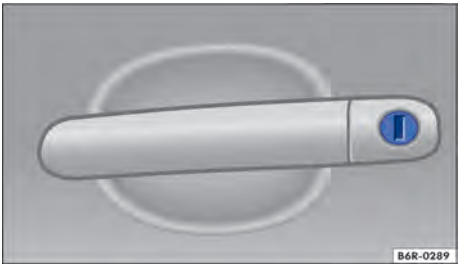

Fig. 155 Maçaneta da porta do condutor com cilindro da fechadura.
– Introduzir a haste da chave no cilindro da fechadura e destravar ou travar o veículo → Fig. 155. ◁